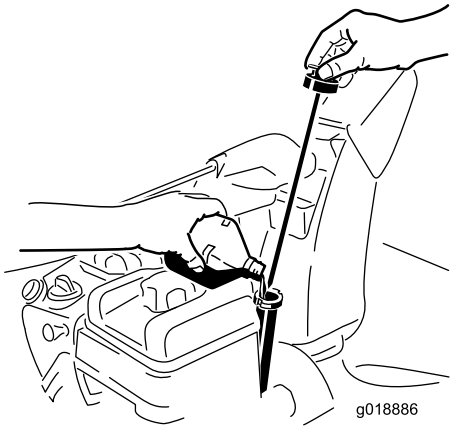

Figur 35
2. Ta ut oljestickan och kontrollera oljenivån (Figur 35). Fyll på olja om oljenivån ligger under markeringen ”Add” på stickan. Se 5 Fylla på olja i motorn (sida 11).